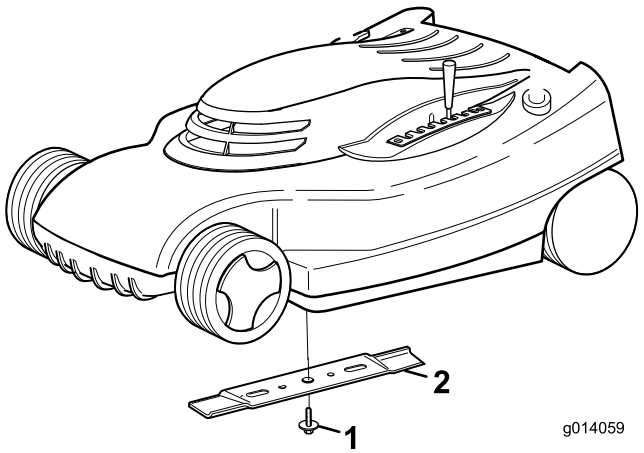

Figure 18
1. Grasp the end of the blade (Figure 18) with a rag or thickly padded glove.